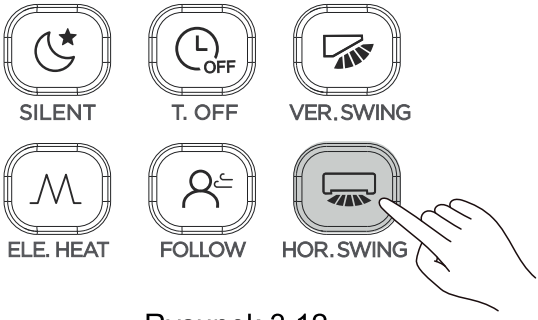

Rysunek 3.12
① Po załączeniu klimatyzatora. Naciśnij przycisk (patrz Rysunek 3.12). Funkcja wachlowania w poziomie uruchomi się, zapali się ikona oraz sygnał zostanie przesłany do jednostki wewnętrznej.